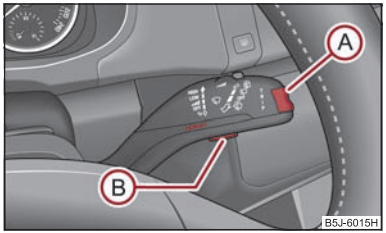

Fig. 18 Multi-functional indicator: Control elements
Switching over the memory takes place with the button (B) ⇒ fig. 18 on the windshield wiper lever.
The rocker switch (A) and the button (B) are located in the grip of the window wiper lever ⇒ fig. 18. ▶
If the outside temperature drops below +4°C, a snow flake symbol (warning signal for ice on the road) appears in front of the temperature indicator and flashes for 10 seconds, then remains displayed together with the outside temperature. At the same time an audible signal sounds. After pressing the rocker switch (A) on the windshield wiper lever ⇒ page 19, fig. 18, the function which was shown last is indicated.
The driving time which has elapsed since the memory was last erased, appears in the display ⇒ page 19. If you wish to calculate the driving time from a particular time of day you must first erase the memory at this moment in time by pressing the button (B) ⇒ page 19, fig. 18.
If you wish to determine the average fuel consumption over a certain period of time you must first erase the memory at the start of the new measurement using the button (B) ⇒ page 19, fig. 18. A zero appears in the display for the first 300 m you drive after erasing the memory.
The distance driven since the memory was last erased appears in the display ⇒ page 19. If you wish to calculate the distance driven as of a particular time, you must erase the memory at this moment in time by pressing the button (B) on the windshield wiper lever ⇒ page 19, fig. 18.
The average speed since the memory was last erased is shown in the display in km/hour ⇒ page 19. If you wish to determine the average speed over a certain period of time, you must erase the memory at the start of the new measurement by pressing the button (B) on the windshield wiper lever ⇒ page 19, fig. 18.